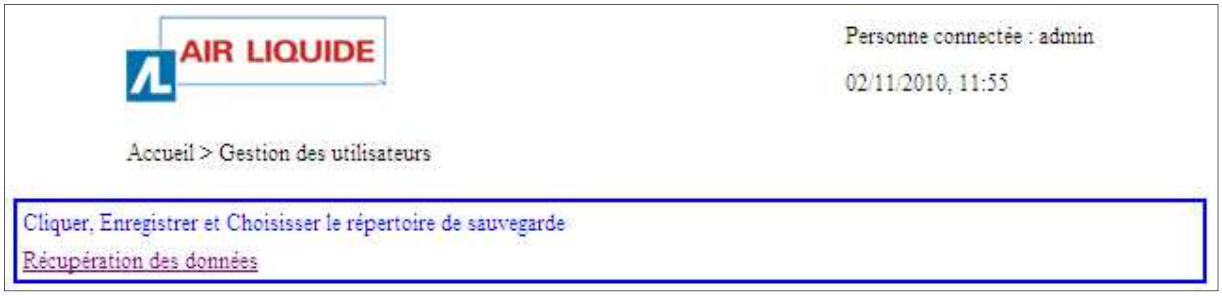

Figura 11-25: la pagina recupero dati.
1. Cliccare sulla riga *Recupero dati* (Figura 11-25).